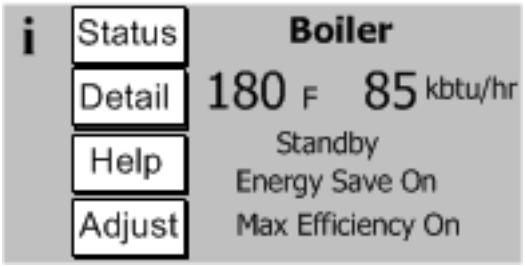
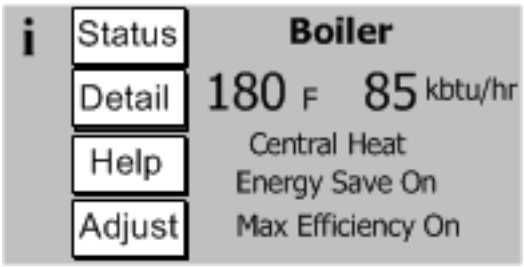

Figure 11.1a: Home Screen at Power-Up (No Call for Heat)
Figure 11.1b: Home Screen on Heat Demand
11) Start the boiler using the operating instructions on page 105. With the boiler powered up, and with no call for heat, the display should look like Figure 11.1a. Once a call for heat is present, it will look like Figure 11.1b.